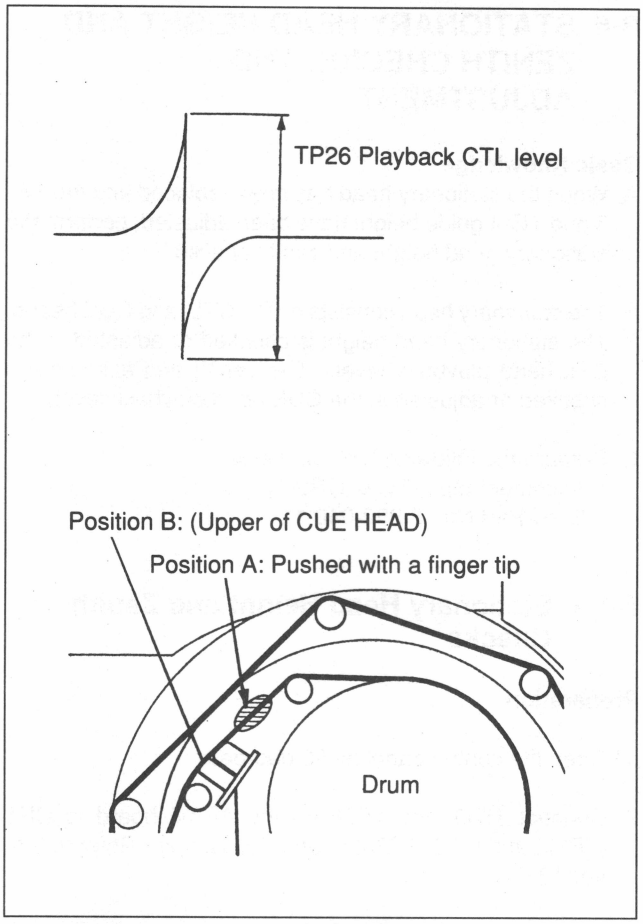

Fig. 8-6-2. Stationary Head Height Check
4. Push the upper and lower edges of the tape in position A (between the TG-3 guide and stationary head) shown in Fig. 8-6-2 up or down with a finger tip. In this case, check that the playback CTL level (CH-2: TP26) changes in the decrease direction.
5. Push position B (the upper part of the CUE head) shown in Fig. 8-6-2 slightly in the direction indicated by the arrow with the finger tip.